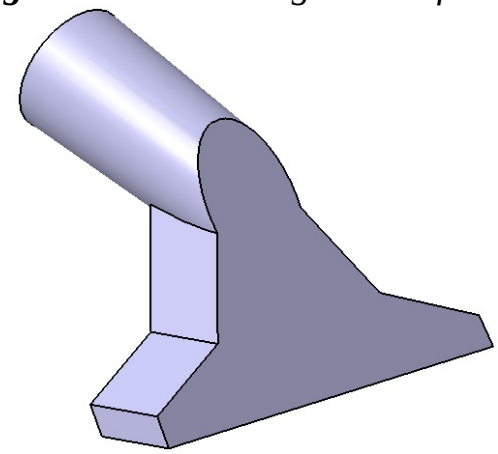

Figure 6-95 *Rectangle drawn to create a pocket*
b. Create the second feature of the model by extruding a sketch using the **Drafted Fillet Pad** tool, refer to Figures 6-95 through 6-96.
11. Draw a rectangle arbitrarily to cut the portion of the drafted feature, refer to Figure 6-95. Make sure that the rectangle covers both the features.